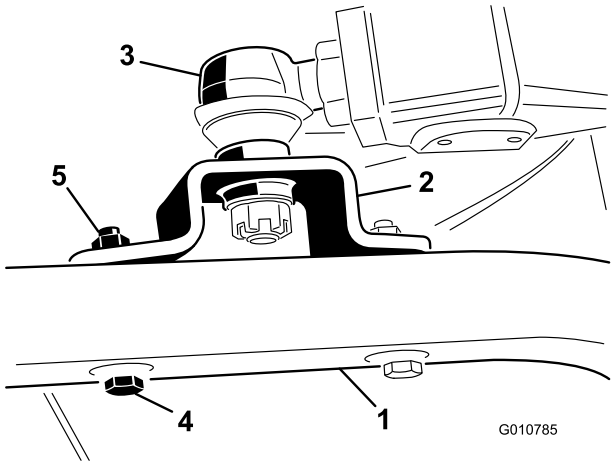

Figuur 6
4. Bevestig de beugels van de kogelverbindingen aan de zwenkwielarmen met behulp van 2 tapbouten (7/16 x 3 inch) en flensmoeren (7/16 inch) (Figuur 6).
5. Draai de grote contramoer vast waarmee de kogelverbinding aan de hefarm is bevestigd (Figuur 6).